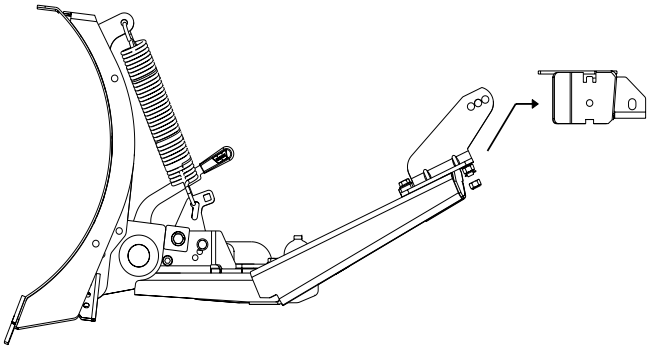

*Figure 6*
3. Turn off the vehicle and set the parking brake. Lift the plow mount flange end of the push tube assembly up to the plow mount on the vehicle. Insert the plow mount flange into the plow mount receiver. See Figure 6.